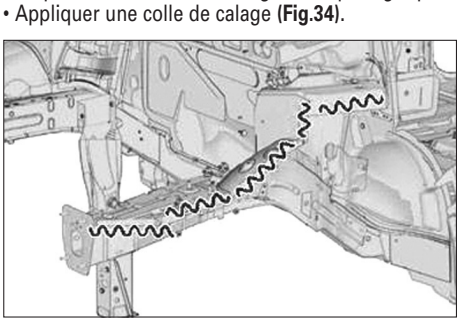

**FIG. 34**
• Appliquer une colle de calage **(Fig.34)**.